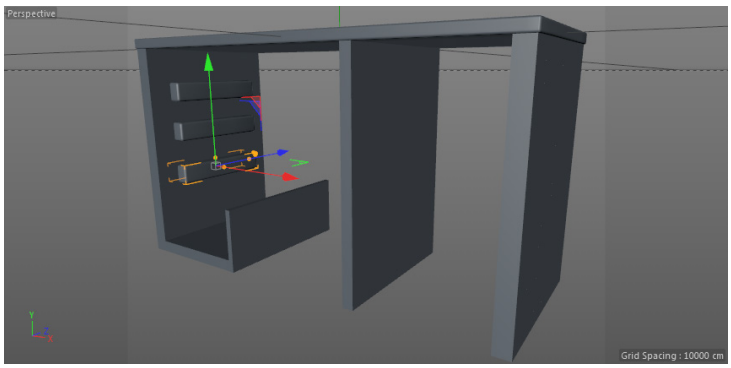

Figure 3-88 *Left side positioned in the Perspective viewport*
15. Select *Cube.1*, *Cube.2*, and *Cube.3* using the CTRL key in the Object Manager. Next, press ALT+G; the *Null* object is added to the Object Manager. Rename it as **left side**. Figure 3-88 displays *left side* positioned in the Perspective viewport.